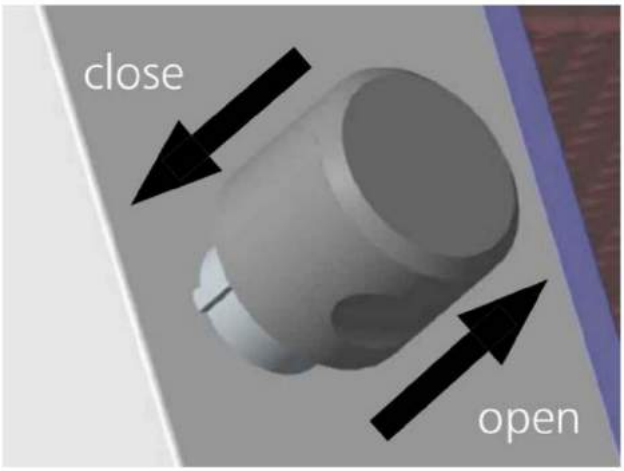

Fig. 14 Door open and close
► To close the appliance, push the door closed and push the door handle as illustrated in fig.14.